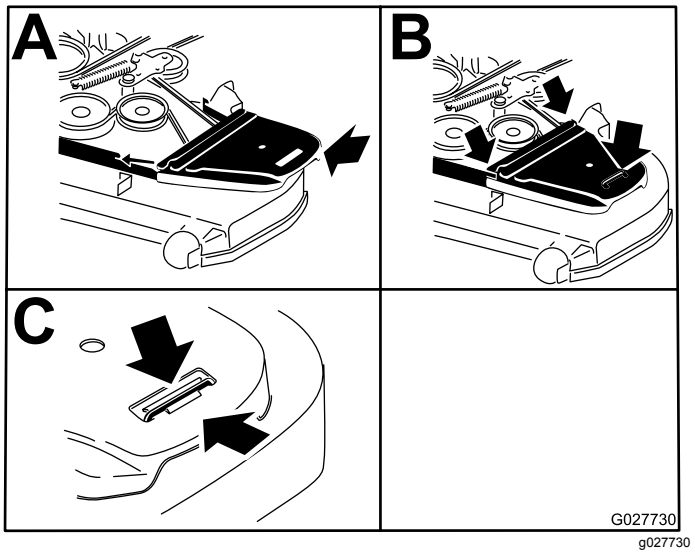

**Figuur 85**
14. Plaats de aandrijfriemkappen terug (Figuur 85).